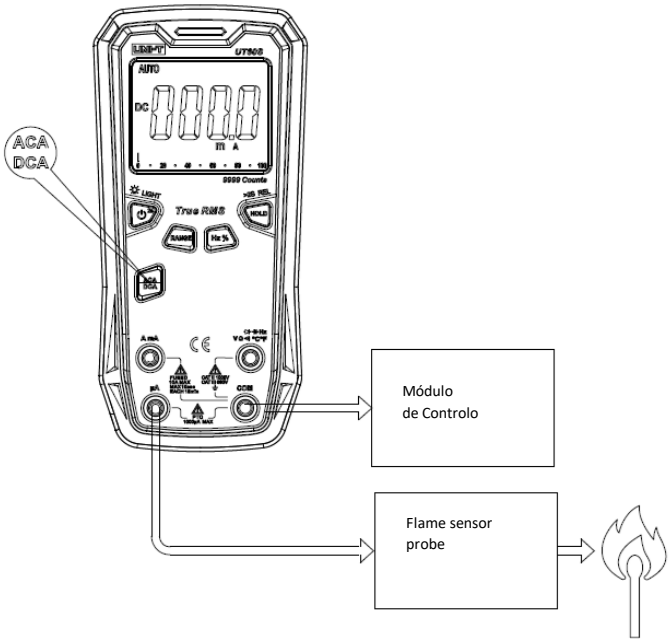

Figura 4b
- O terminal "µA" pode ser utilizado to heating system flame rectifier circuit detection(Figura 4b).